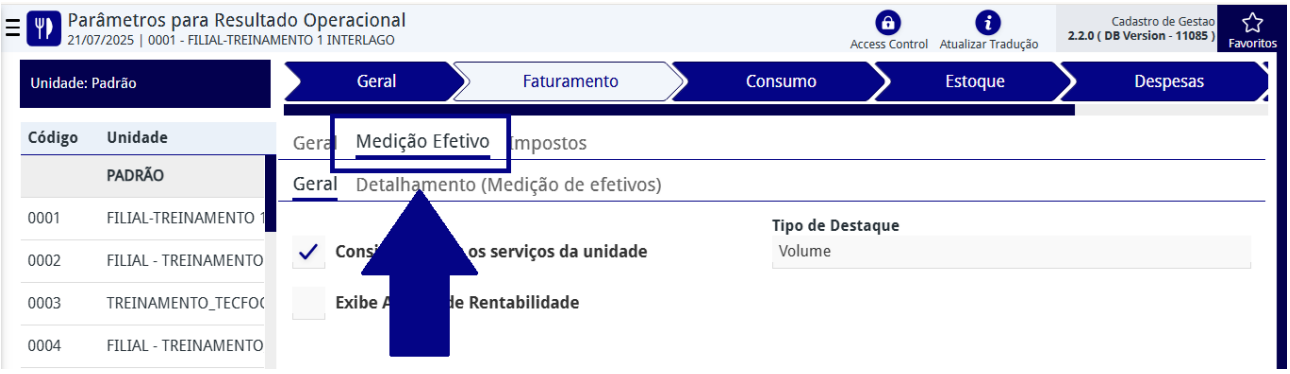

Figura 131: Guia Medição de Efetivos
2. Em seguida, na guia **Medição de Efetivos** (Figura 131), defina o escopo dos serviços a serem considerados no cálculo do faturamento: